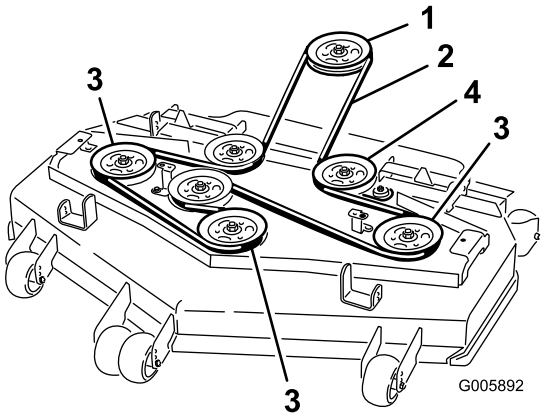

Figur 63
8. Montera den nya remmen på remskivorna (Figur 63).